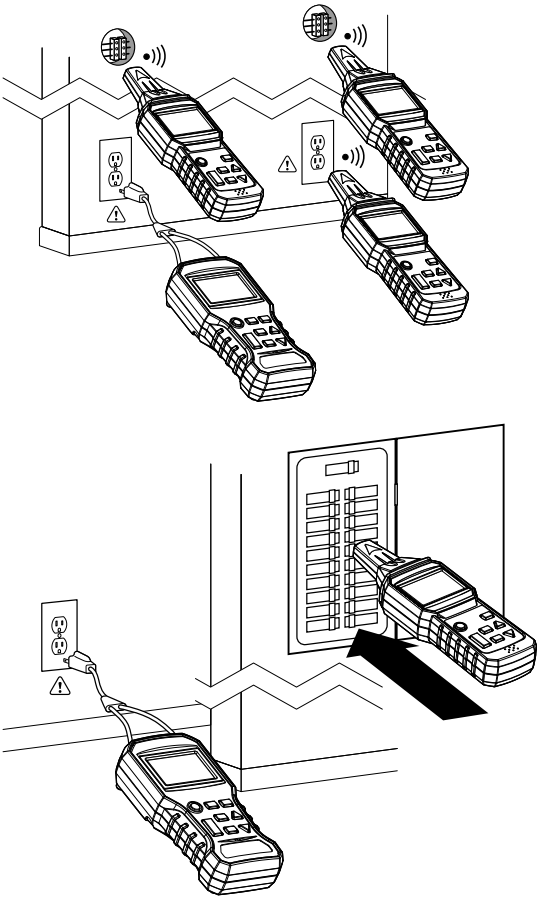

図 3 回路内で接続点を照合する 2 つの例。
4. 例については、「使用方法の図」セクションの図 3 を参照してください。